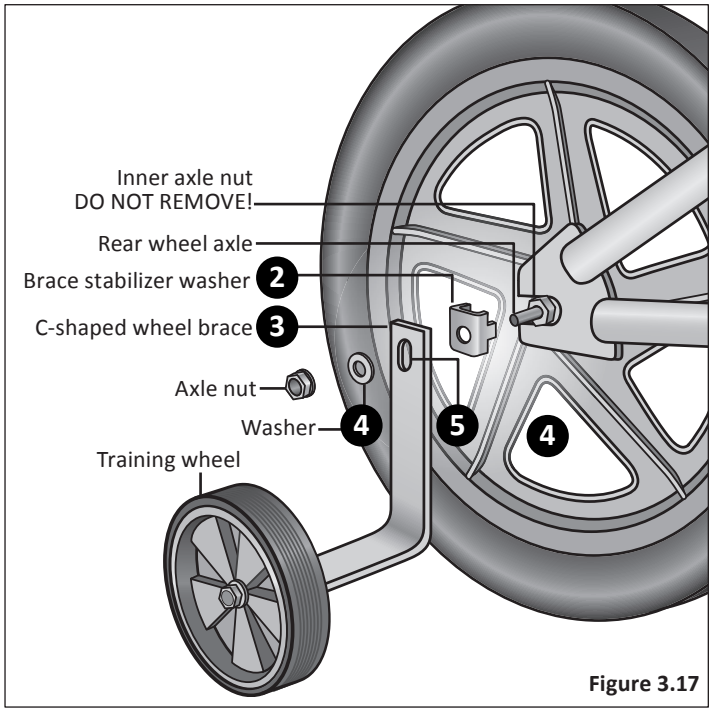

Figure 3.17
1. Remove the outer axle nut and washer from the rear wheel axle. **Figure 3.17**